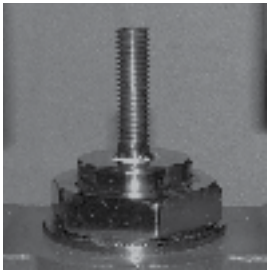

**Fig. 20**
**9.10** Push the valve stem down so that the mark lines up with the stuffing box (Figure 20).